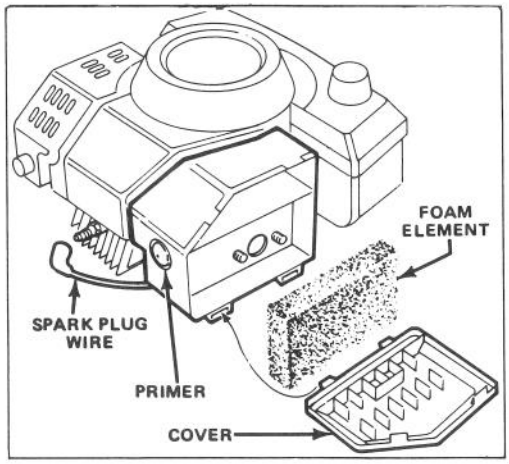

Figure 11
3. FINGERTIP STARTING — Move throttle to CHOKE. Cover hole in center of primer with thumb and push once (Fig. 11). Pull engine mounted fingertip starter and regulate throttle as desired when engine starts.
2. Lift tabs at top of air cleaner cover and pivot cover down. Clean cover thoroughly (Fig. 11).
3. If outside of foam element is dirty, remove it from air cleaner body (Fig. 11). Clean thoroughly.